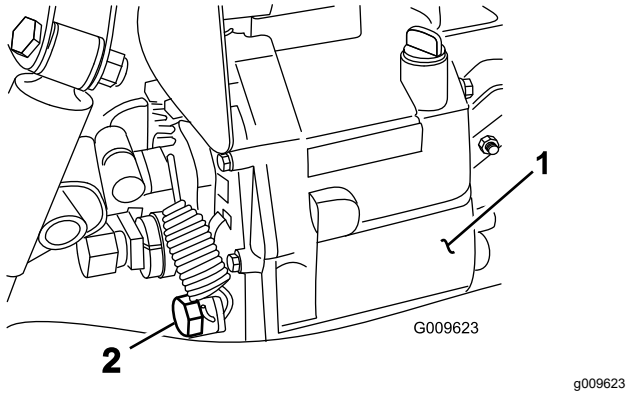

**Figura 63**
4. Retire el tapón de vaciado del lado del depósito y deje que se drene el fluido hidráulico en el recipiente (Figura 63).